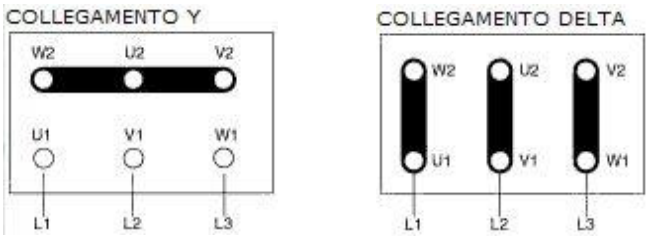

Figura 1
I motori forniti devono essere alimentati con tensioni trifasi o se richiesto dal cliente, monofase. Il tipo di connessione nei motori trifasi può essere a stella (Y) o a delta (Δ) in accordo alla linea di alimentazione 380 o 220 VAC (vedere figura 1).